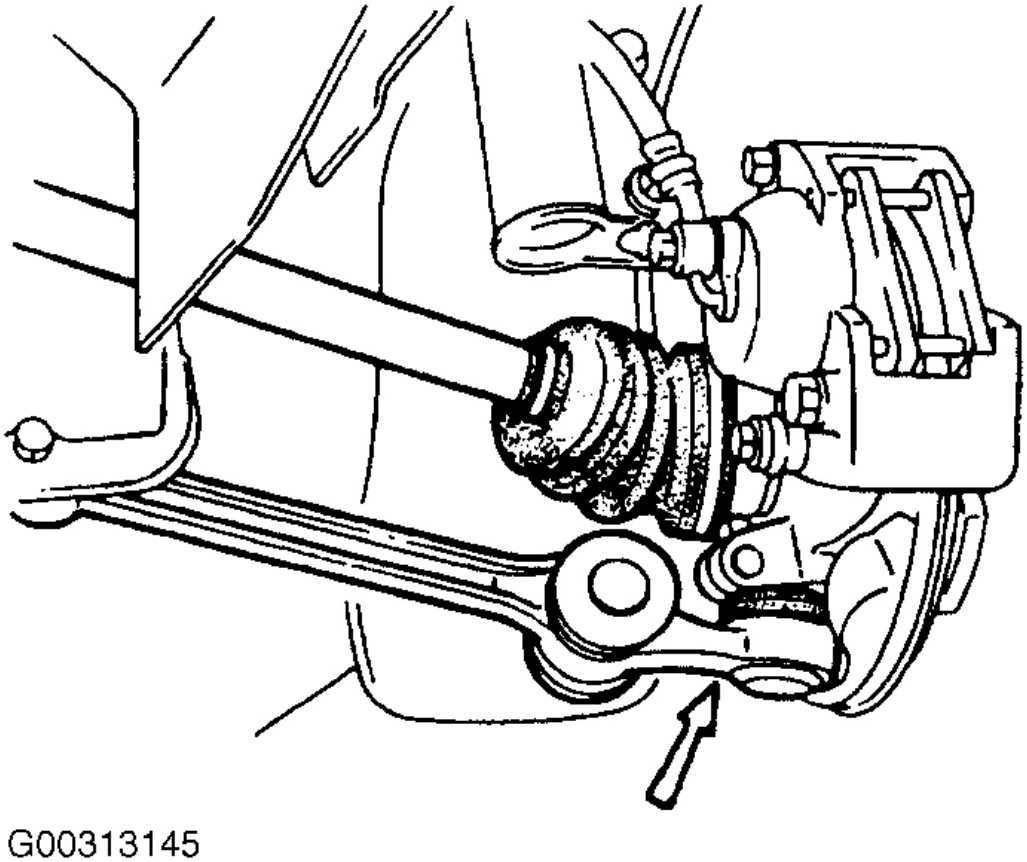

Fig. 31: Instalación de la junta de rótula inferior
7. Empuje hacia arriba el brazo inferior y vuelva a conectar la rótula. Ver **La Fig. 31** .